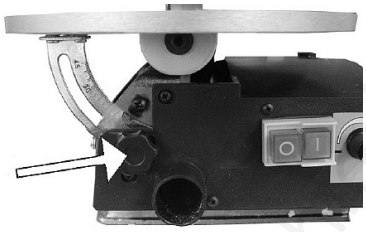

Fig. 15 : Incliner la table de sciage
3. Desserrez la poignée de verrouillage de la table (figure 15) et inclinez la table jusqu'à ce qu'elle forme à peu près un angle droit avec la lame de scie